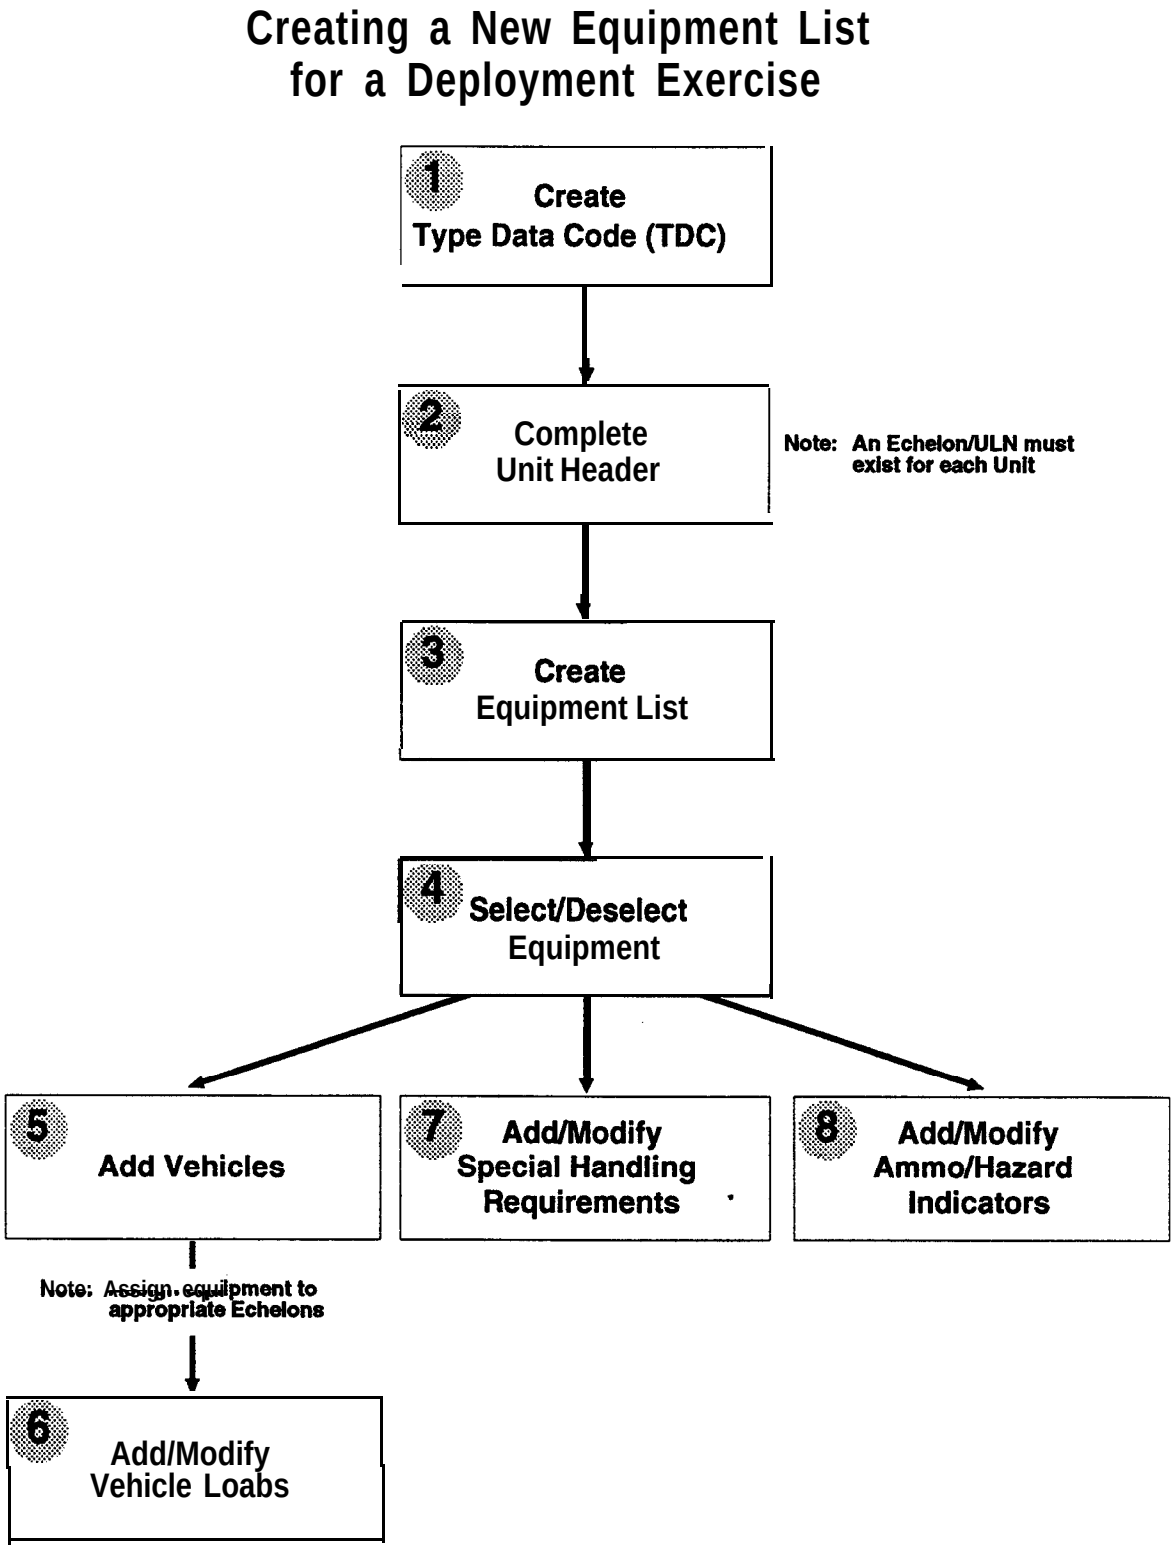

Figure 5-5. Flow Chart for Creating an Equipment List
This section explains how to work with a new Equipment List (EL). Figure 5-5 is an overview of the procedures to follow in creating your equipment lists for an exercise or movement. Perform these procedures in the order that they are shown in the Figure **5-5.**